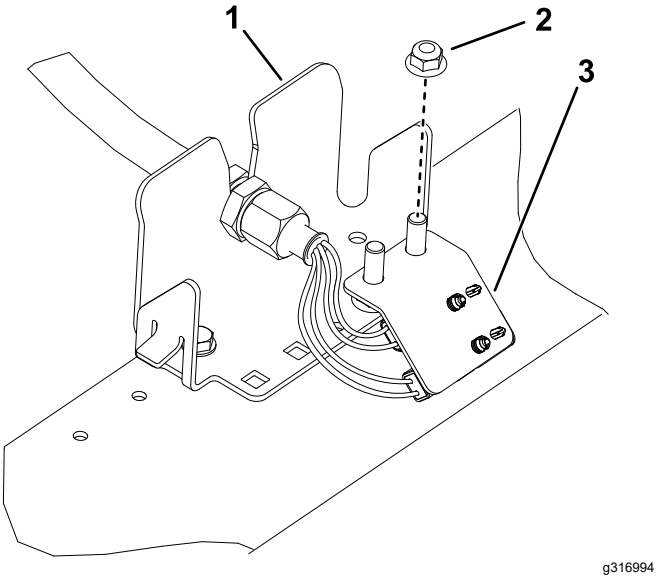
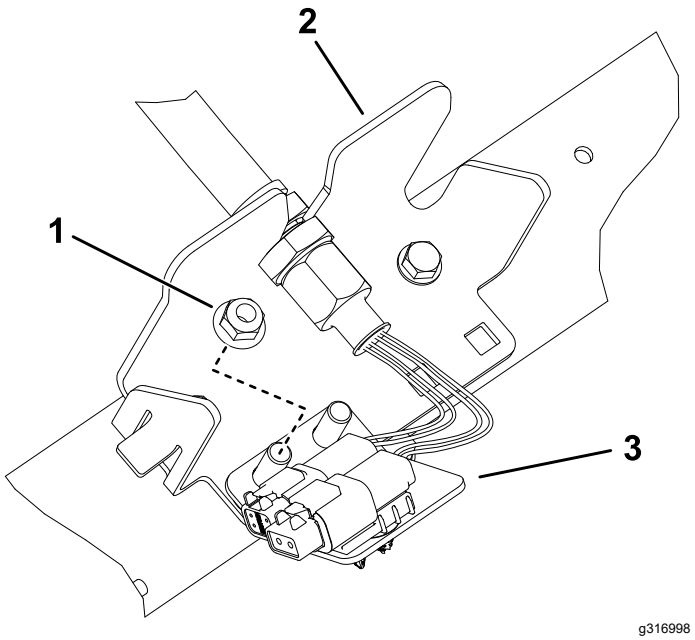

**Figuur 25**
**Figuur 28**
6. Herhaal de procedure voor de resterende 4 tussenschotlocaties zoals getoond in Figuur 25 tot Figuur 28.